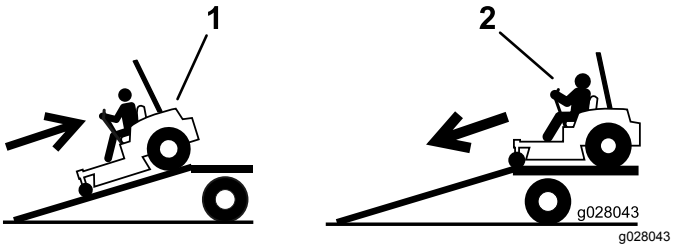

Figur 44
4. Backa maskinen uppför ramper (Figur 44).
2. Kör maskinen framåt nedför ramper (Figur 44).